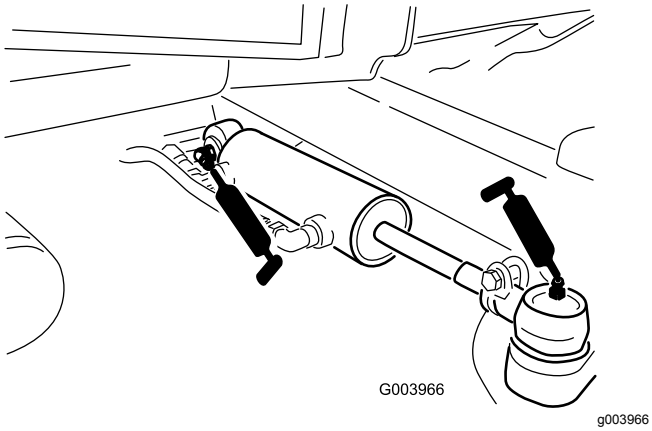

Figur 80
- Styretøjscylinderens kugleled (2) (Figur 80)